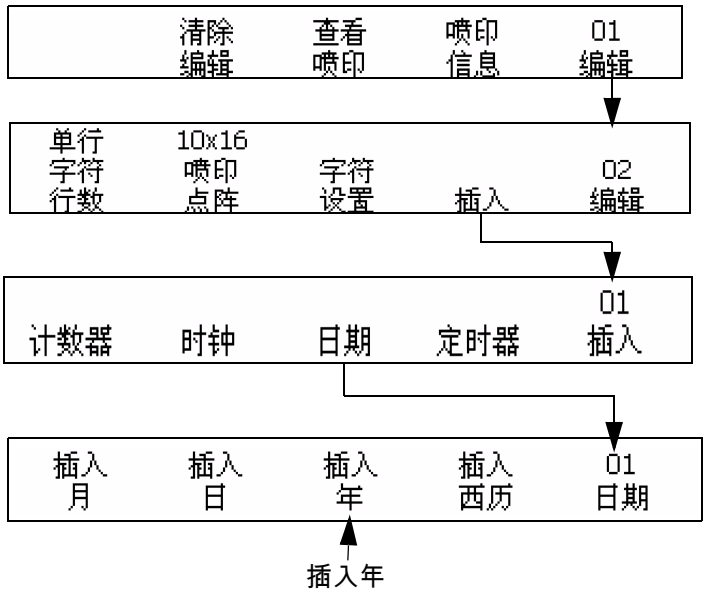

图 6-32: 进入界面 <01 Date（日期）>
1. 从界面 <01 Date （日期）> 开始。 请参阅图 6-32 第 6-37 页。